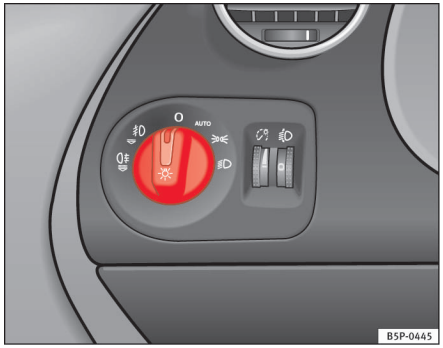

Fig. 71 Udsnit af instrumentpanelet: kontakt til lys, tågeforlygter og tågebaglygte
– Drej lyskontakten ⇒ fig. 71 til position.